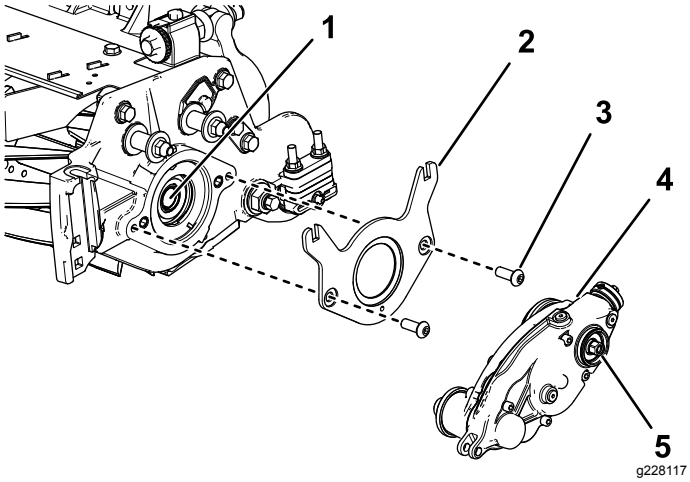

Figure 8
2. Secure the weight bracket to the reel using 2 hex-socket, button-head bolts (3/8 x 3/4 inch) as shown in Figure 8.
3. Apply medium-strength thread-locking compound (such as Blue Loctite® 243) to the threads of the internal reel-shaft (Figure 8).
4. Attach the groomer drive box to the reel shaft (Figure 8) using the hex-head on the groomer drive box.